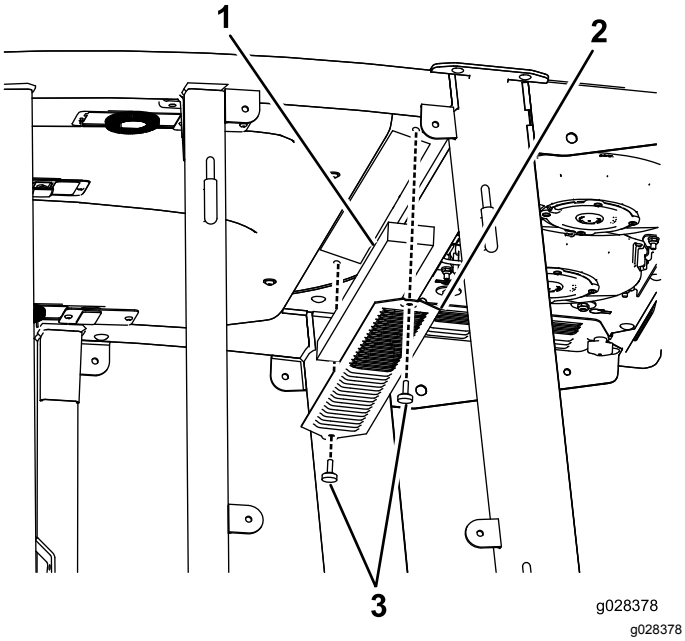
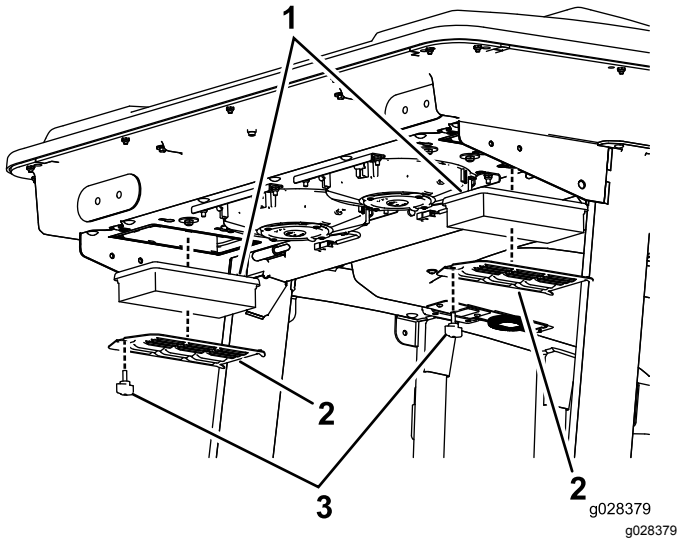
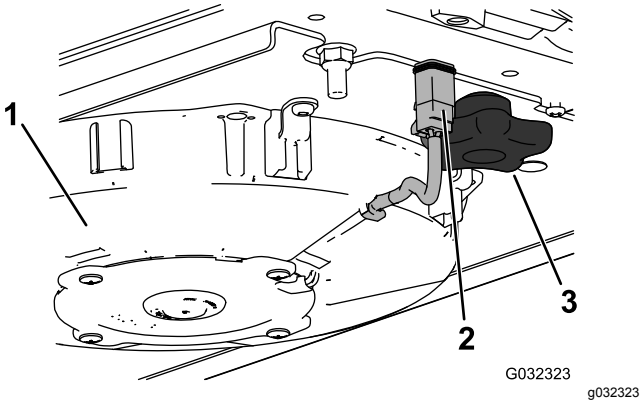
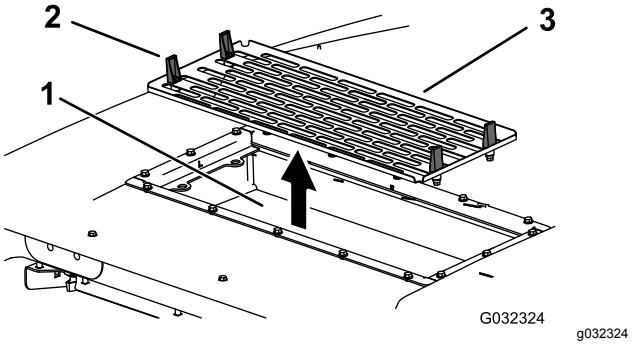

Figur 113
Figur 114
Figur 115
Figur 116
1. Ta bort de skruvar och galler som sitter över luftfiltren både i och bakom hytten (Figur 113 och Figur 114).
5. Ta bort luftfiltren (se Figur 114).
7. Montera luftfiltren, filtret och fläktenheten igen (Figur 114, Figur 115 och Figur 116).
8. Anslut kabeln för varje fläkt (Figur 115).